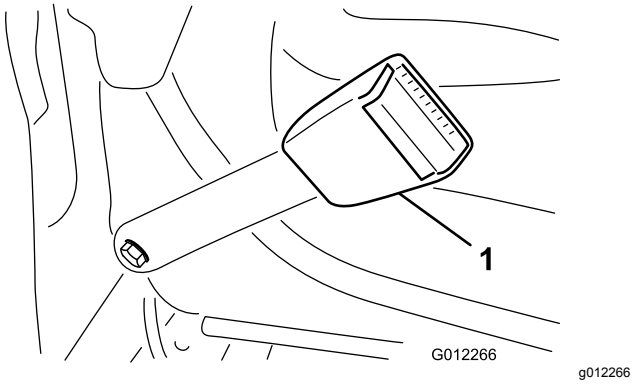

Figur 6
1. Montera varje ände av säkerhetsbälteshalvorna i hålen baktill på sätet med två skruvar (7/16 x 1 tum), planbrickor (7/16 tum) och låsbrickor (7/16 tum) (Figur 6).